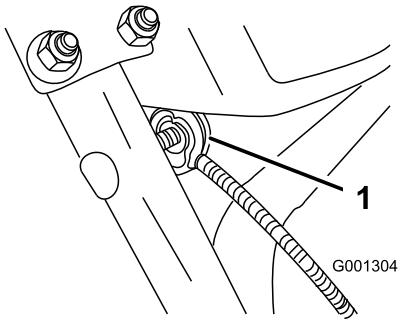

Figur 7
3. Ta bort muttern och brickan från handtaget, fäst kabelklämman på kabeln vid handtaget, montera brickan och muttern och dra åt muttern för hand (Figur 7).